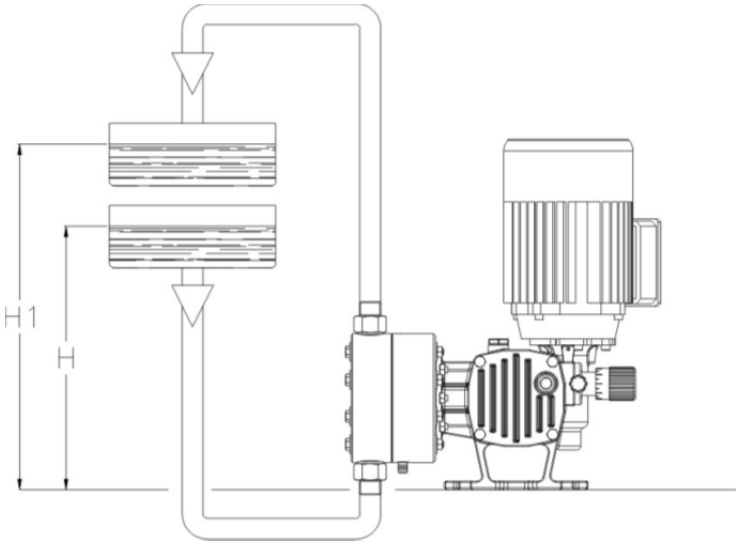

Рис. 6 – идеальный вариант установки
- Уровень забора реагента (H – Рис. 6)
- Уровень сброса реагента (H1 – Рис. 6)